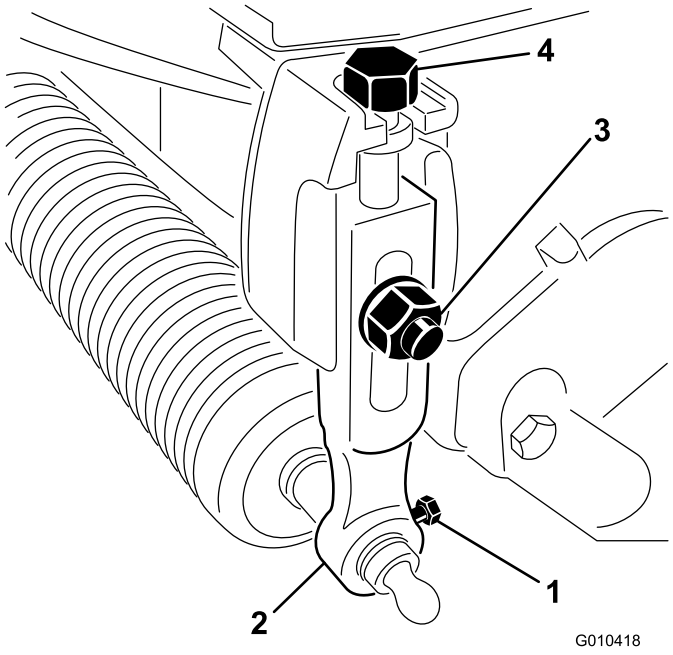

図 1
2. 前ローラの左右端部を刈高アームに固定しているボルトをゆるめる図 1。
3. 刈高アームを各カッティングユニット固定しているキャリッジボルト、ワッシャ、ロックナットを外して刈高アームとローラアセンブリを取り外す図 1。
4. 刈高アームから刈高調整ボルトを取り外す図 1。